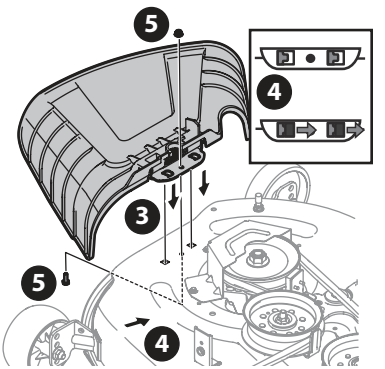

Fig. 18
3. Ubique el deflector del canal en la plataforma, asegúrese de insertar las lengüetas de dicho deflector en los orificios de la plataforma (Fig. 18).
4. Deslice el deflector del canal hacia la parte posterior del tractor hasta que el orificio del perno que está en el deflector del canal quede alineado con el orificio de la plataforma (Fig. 18).
5. Sujete el deflector del canal en su lugar con la tuerca de seguridad con brida y el tornillo hexagonal que se extrajeron en el paso dos. Ajuste hasta 102-124 pulgadas-libras (12-14 N-m) (Fig. 18). Pase a Ajuste de las Ruedas de la Plataforma.